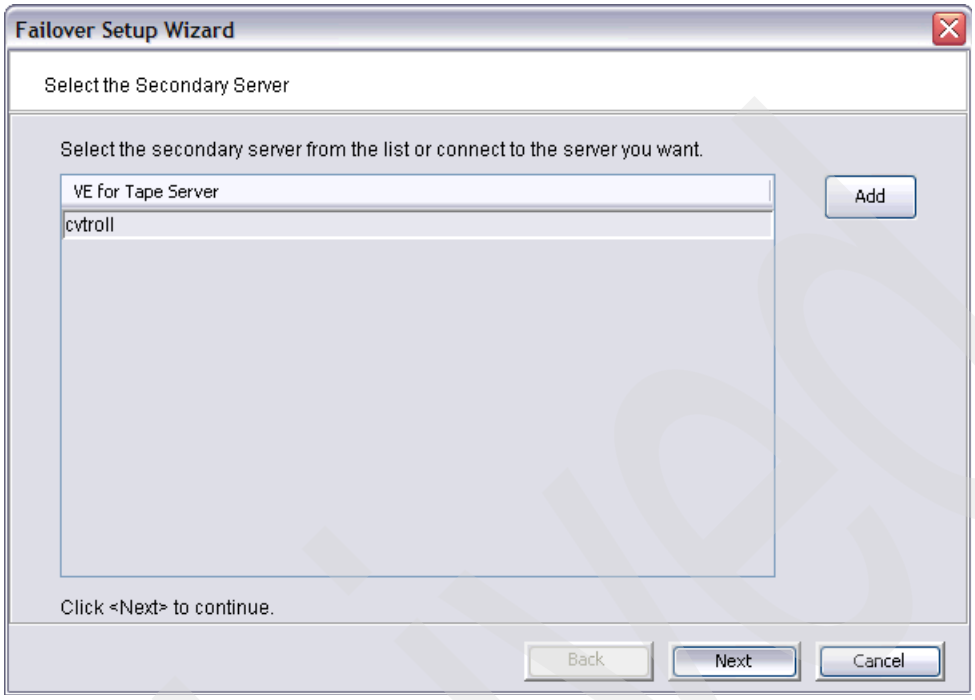

Figure 4-64 Selecting a secondary TS7510 server
2. In the panel that opens (Figure 4-64), select the secondary TS7510 server. Then click **Next**.